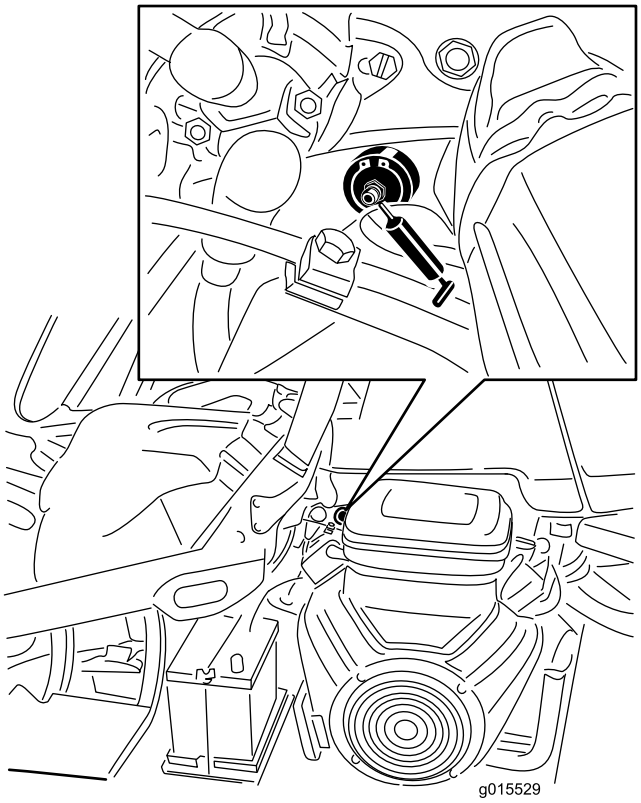

Figur 40
1. Tørk av smøreniplene slik at fremmedmateriale ikke kan komme inn i lagrene eller hylsene (Figur 40).